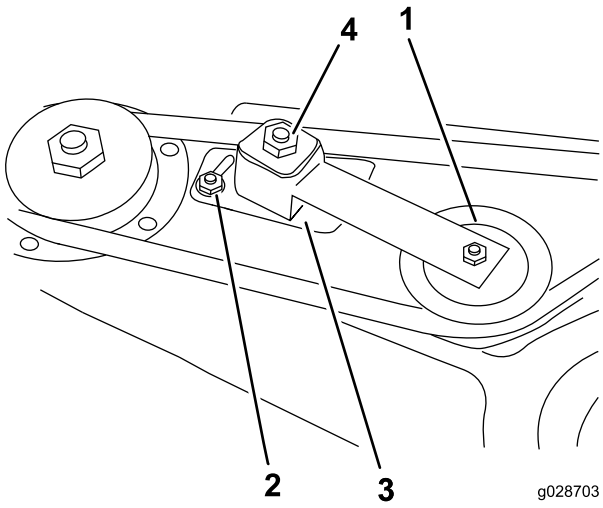

Figur 3
3. Lossa remskivplattans två muttrar så att mellanremskivan inte längre gör att remmen spänns (Figur 3).